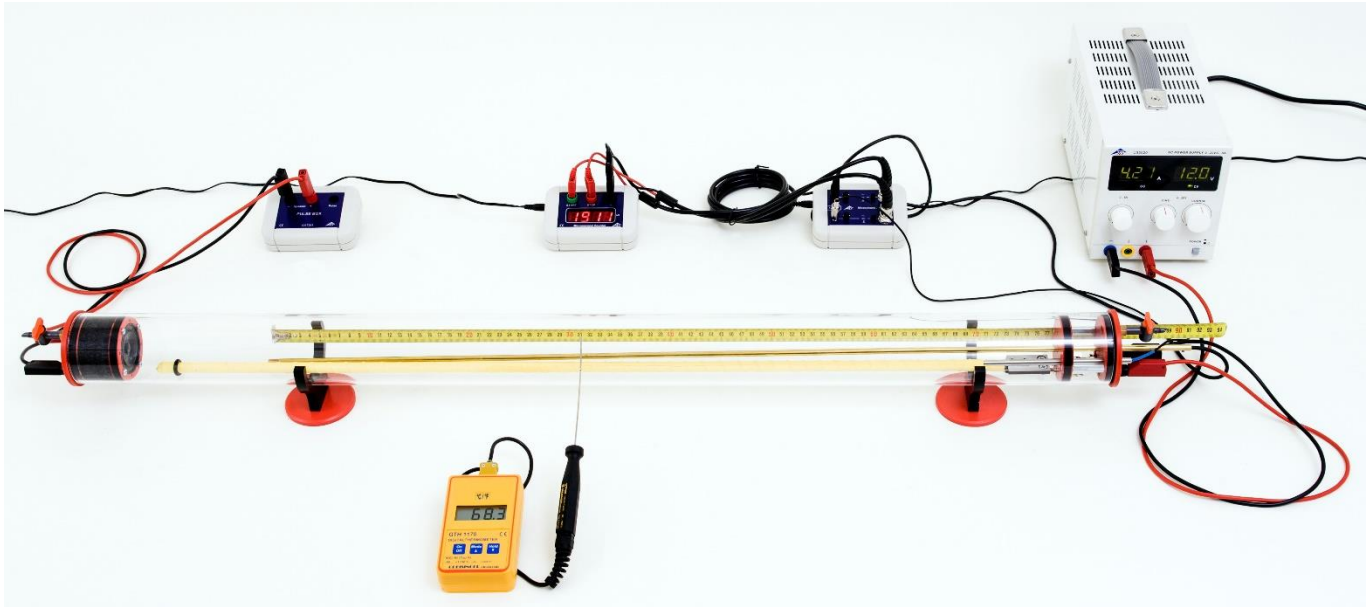

Fig. 1: Messanordnung.
- Schallrohr mittels der Standfüße aufstellen (Fig. 1).